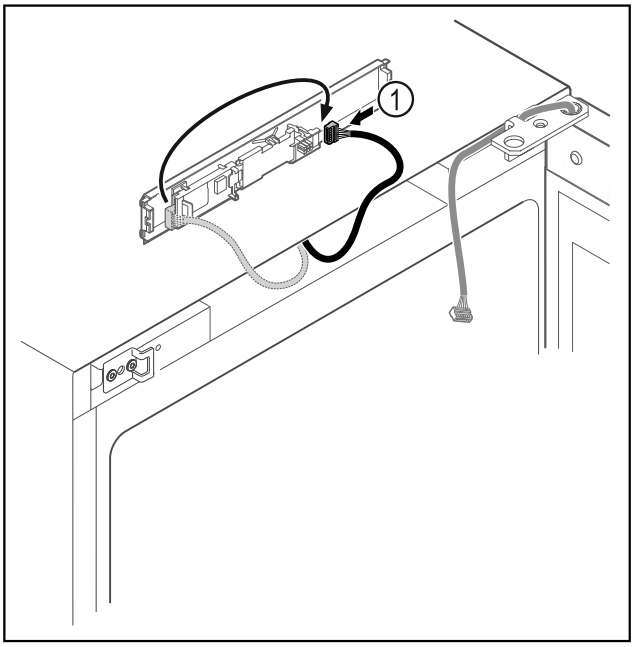

Fig. 13
▶ Brancher le connecteur *Fig. 13 (1)* de l'autre côté.